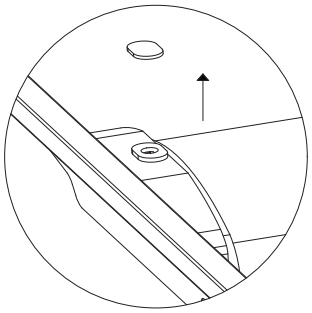

Fig. 4
1. Rotate and detach the sensor socket cap (Fig. 4).
1. Tourner et retirer le capuchon de la prise du détecteur (Fig. 4).